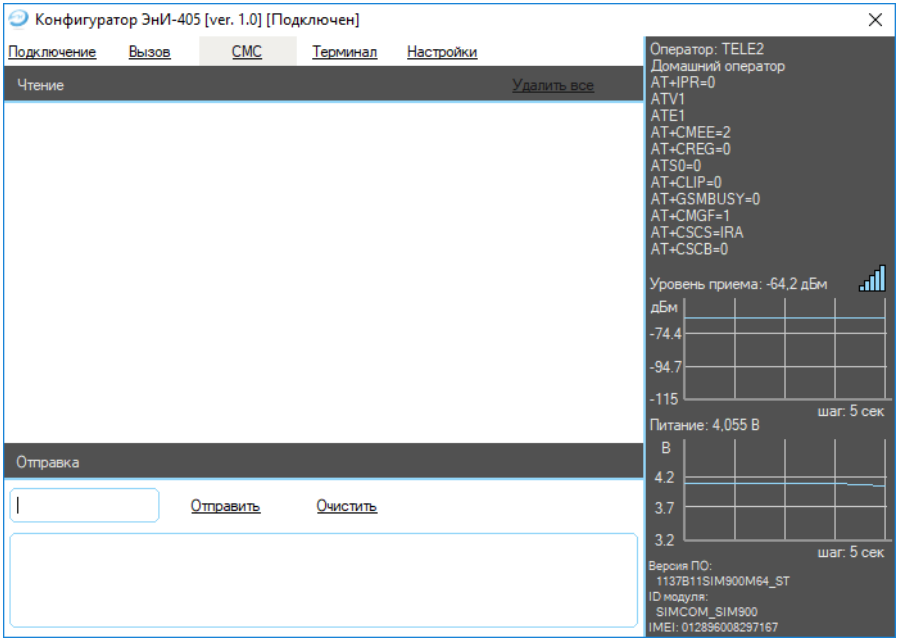

Рисунок 11 — Окно отправки SMS-сообщений
10.5.1 Для отправки SMS-сообщения необходимо перейти на вкладку «СМС» (см. рисунок 11).